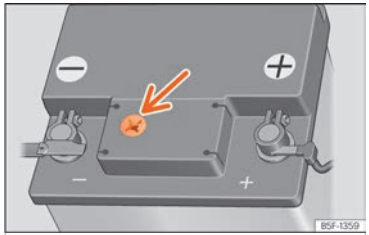

Fig. 216 Sight glass on the top of the 12 volt battery (schematic representation).
- Check the colour display in the sight glass on the top of the battery ››› Fig. 216.